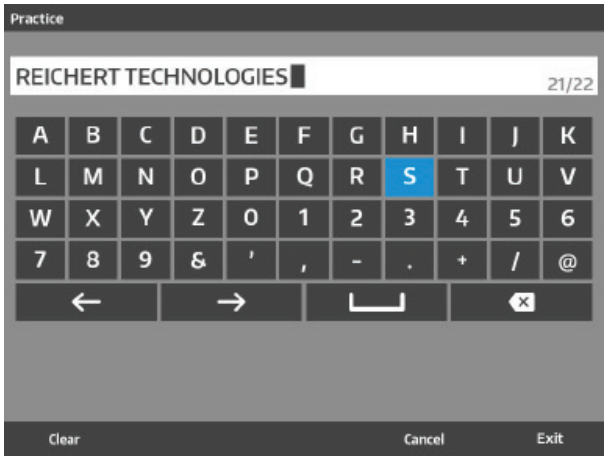

Figure IS-45 Settings Menu
2. Touch each character to create the practice name. Refer to Figure IS-45.